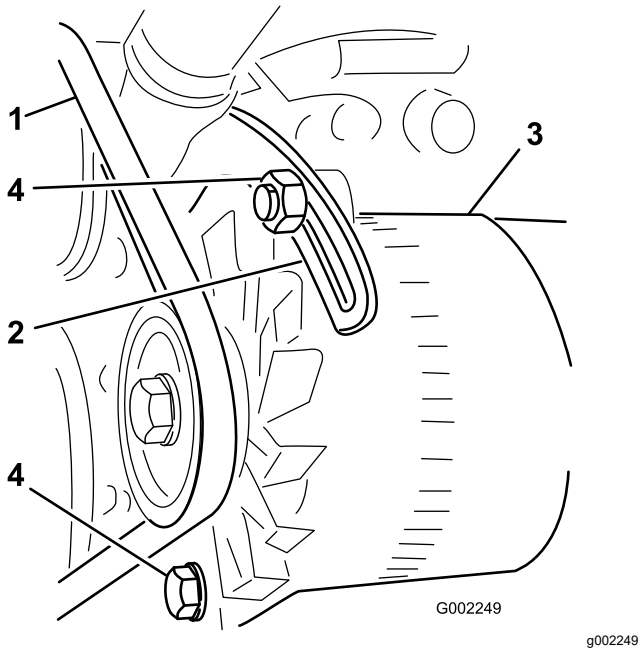

Figura 106
3. Afloje el perno del punto de pivote del alternador; afloje el perno que fija el alternador al tirante ranurado (Figura 106).